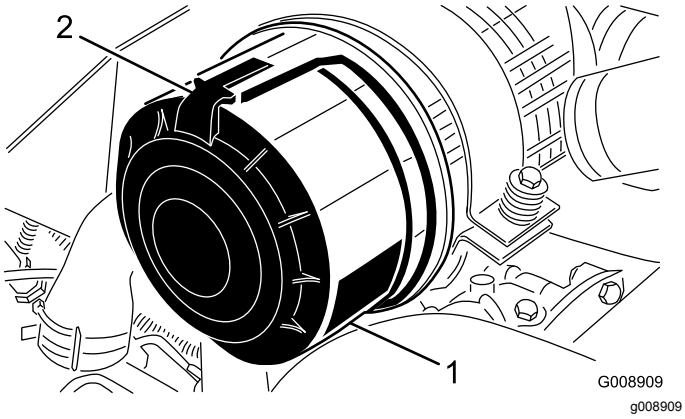

Figur 96
1. Lossa spärrhakarna som fäster luftrenarkåpan på luftrenarhuset (Figur 96).